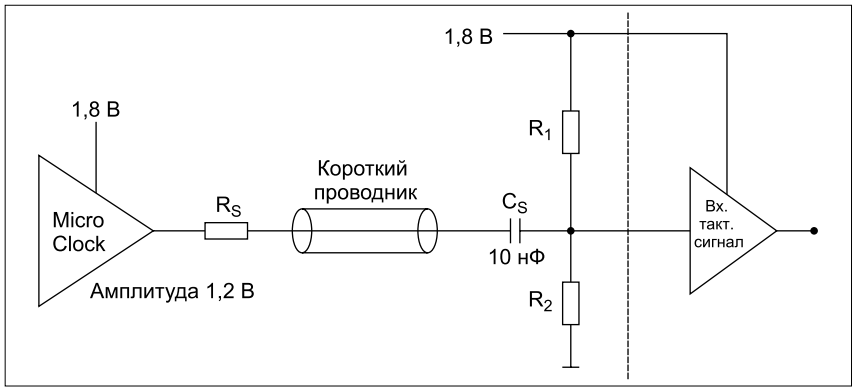

Рис. 4. **Подача сигнала с низкой амплитудой на вход КМОП при одинаковых V_{DD}**
• **Подача входного тактового сигнала с более низкой амплитудой на схемы с питанием 1,8 В** (см. рис. 4). Сигнал амплитудой 1,2 В можно подавать на вход 1,8-В логики, если развязать цепи по постоянному напряжению и ввести смещение на 0,9 В. Размах входного тактового сигнала составит 17–83% от напряжения питания. Большинство входов КМОП нормально работает при размахе сигнала 30–70%, обеспечивая достаточный «запас прочности».